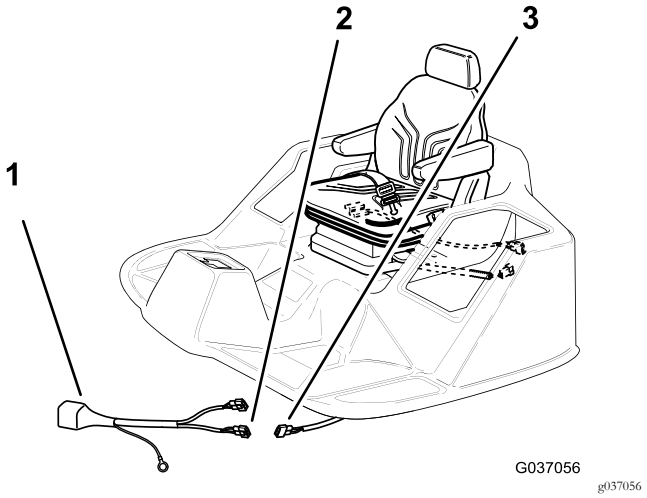

Figure 20
2. Connect the 2-blade connector of the relay harness into the 2-socket connector (Figure 20) of the machine wire harness that you disconnected in step 1 of 2 Removing the Seat (page 4).